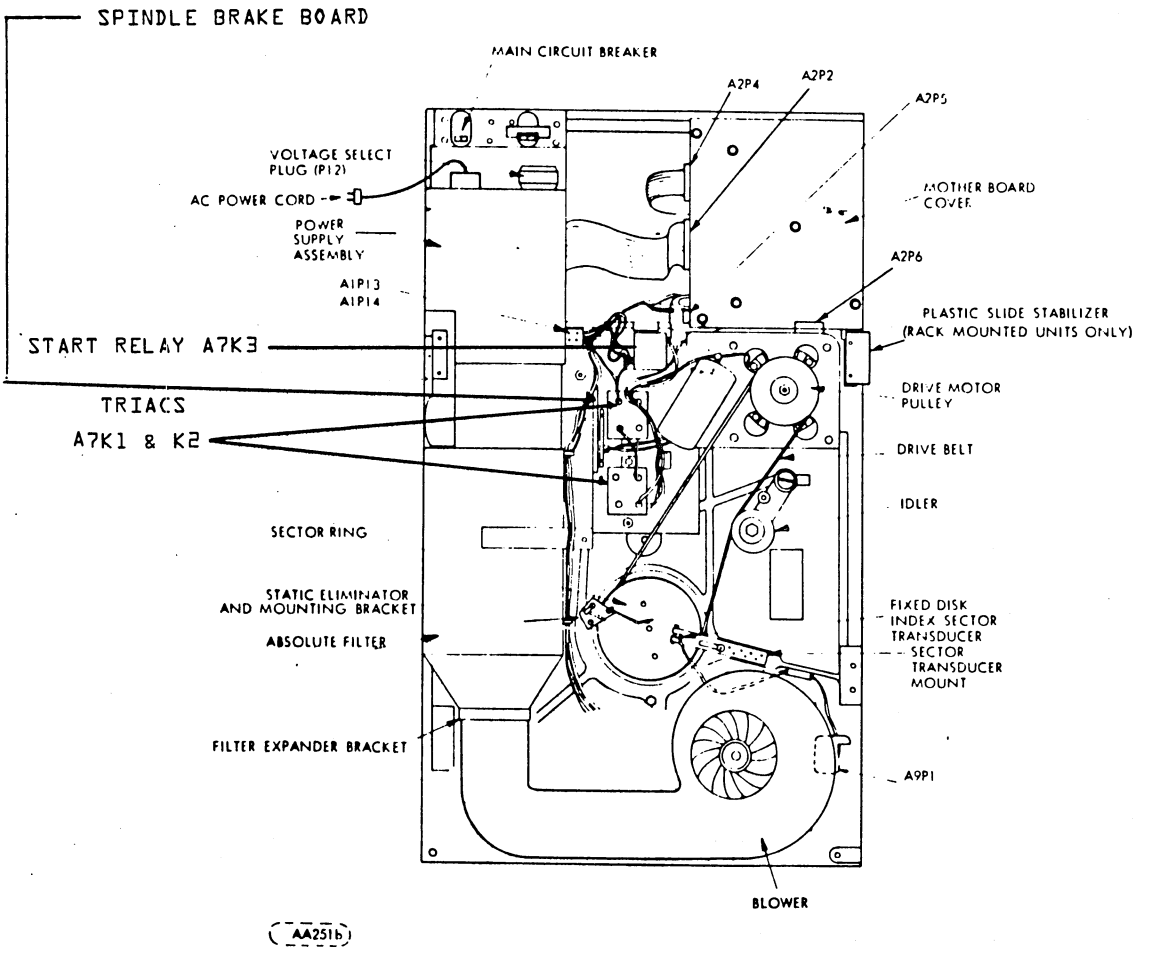

Figure 6Q-4. Module Locator (Below Deck)
6. Remove sector ring (see Figure 6Q-4) by removing two screws.
6. Remove power supply cover and disconnect A1P5. (see figure 6Q-6)
8. Remove front panel by loosening two screws at bottom of panel and removing two screws on each side of panel (see Figure 6Q-2).
10. Lift the cartridge receiver up until connector A9P2 can be unplugged (see Figure 6Q-2). After A9P2 is unplugged further remove cartridge receiver.
12. Remove two screws, washers and nuts securing switch assembly to hold-down arm and remove switch. (reference Figure 6Q-5).
a. Loosen hold-down arm adjustment screws (figure 6Q-5).